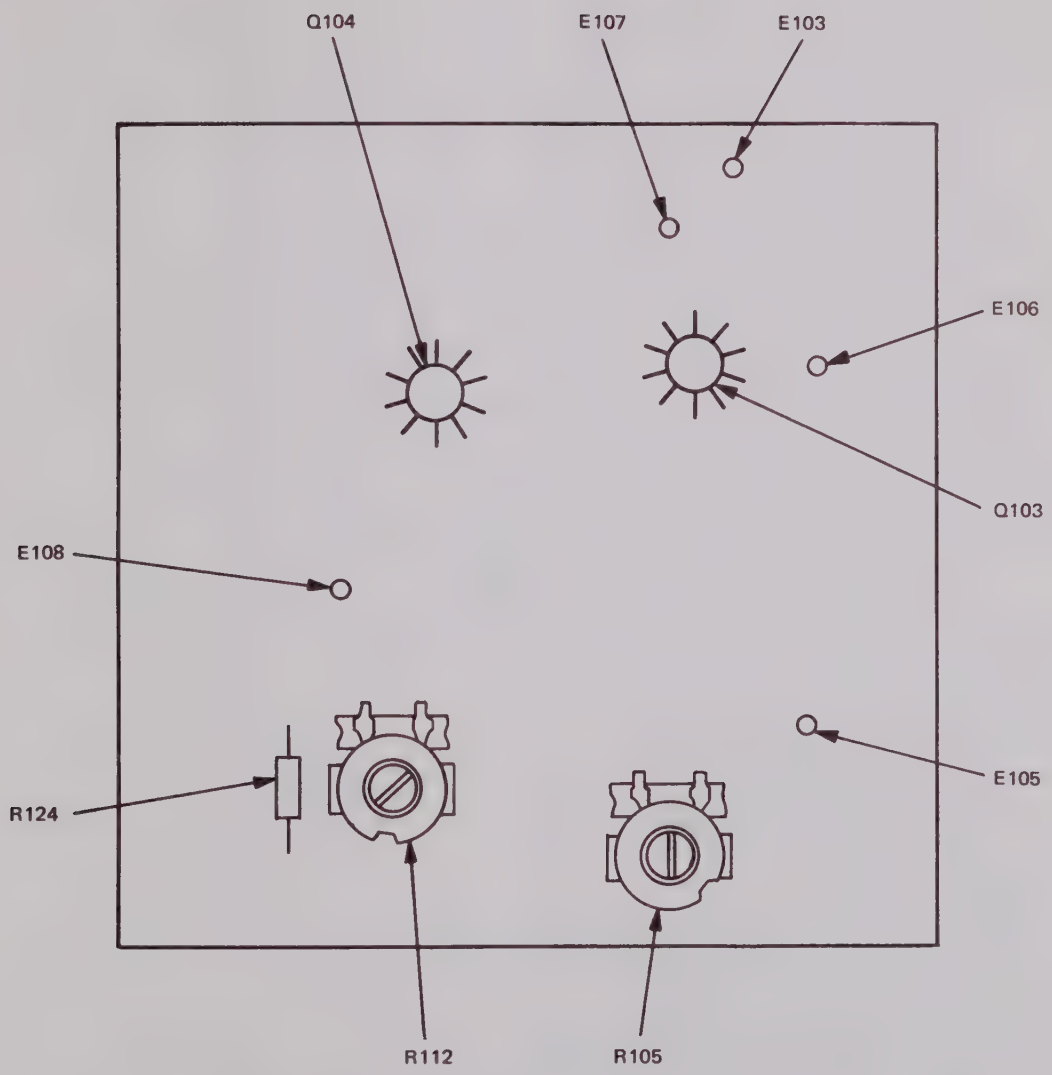

Figure 9-2. Vertical Amplifier Board Assembly A3
9.4.2 VERTICAL AMPLIFIER BOARD ASSEMBLY A3 (FIGURE 9-2).